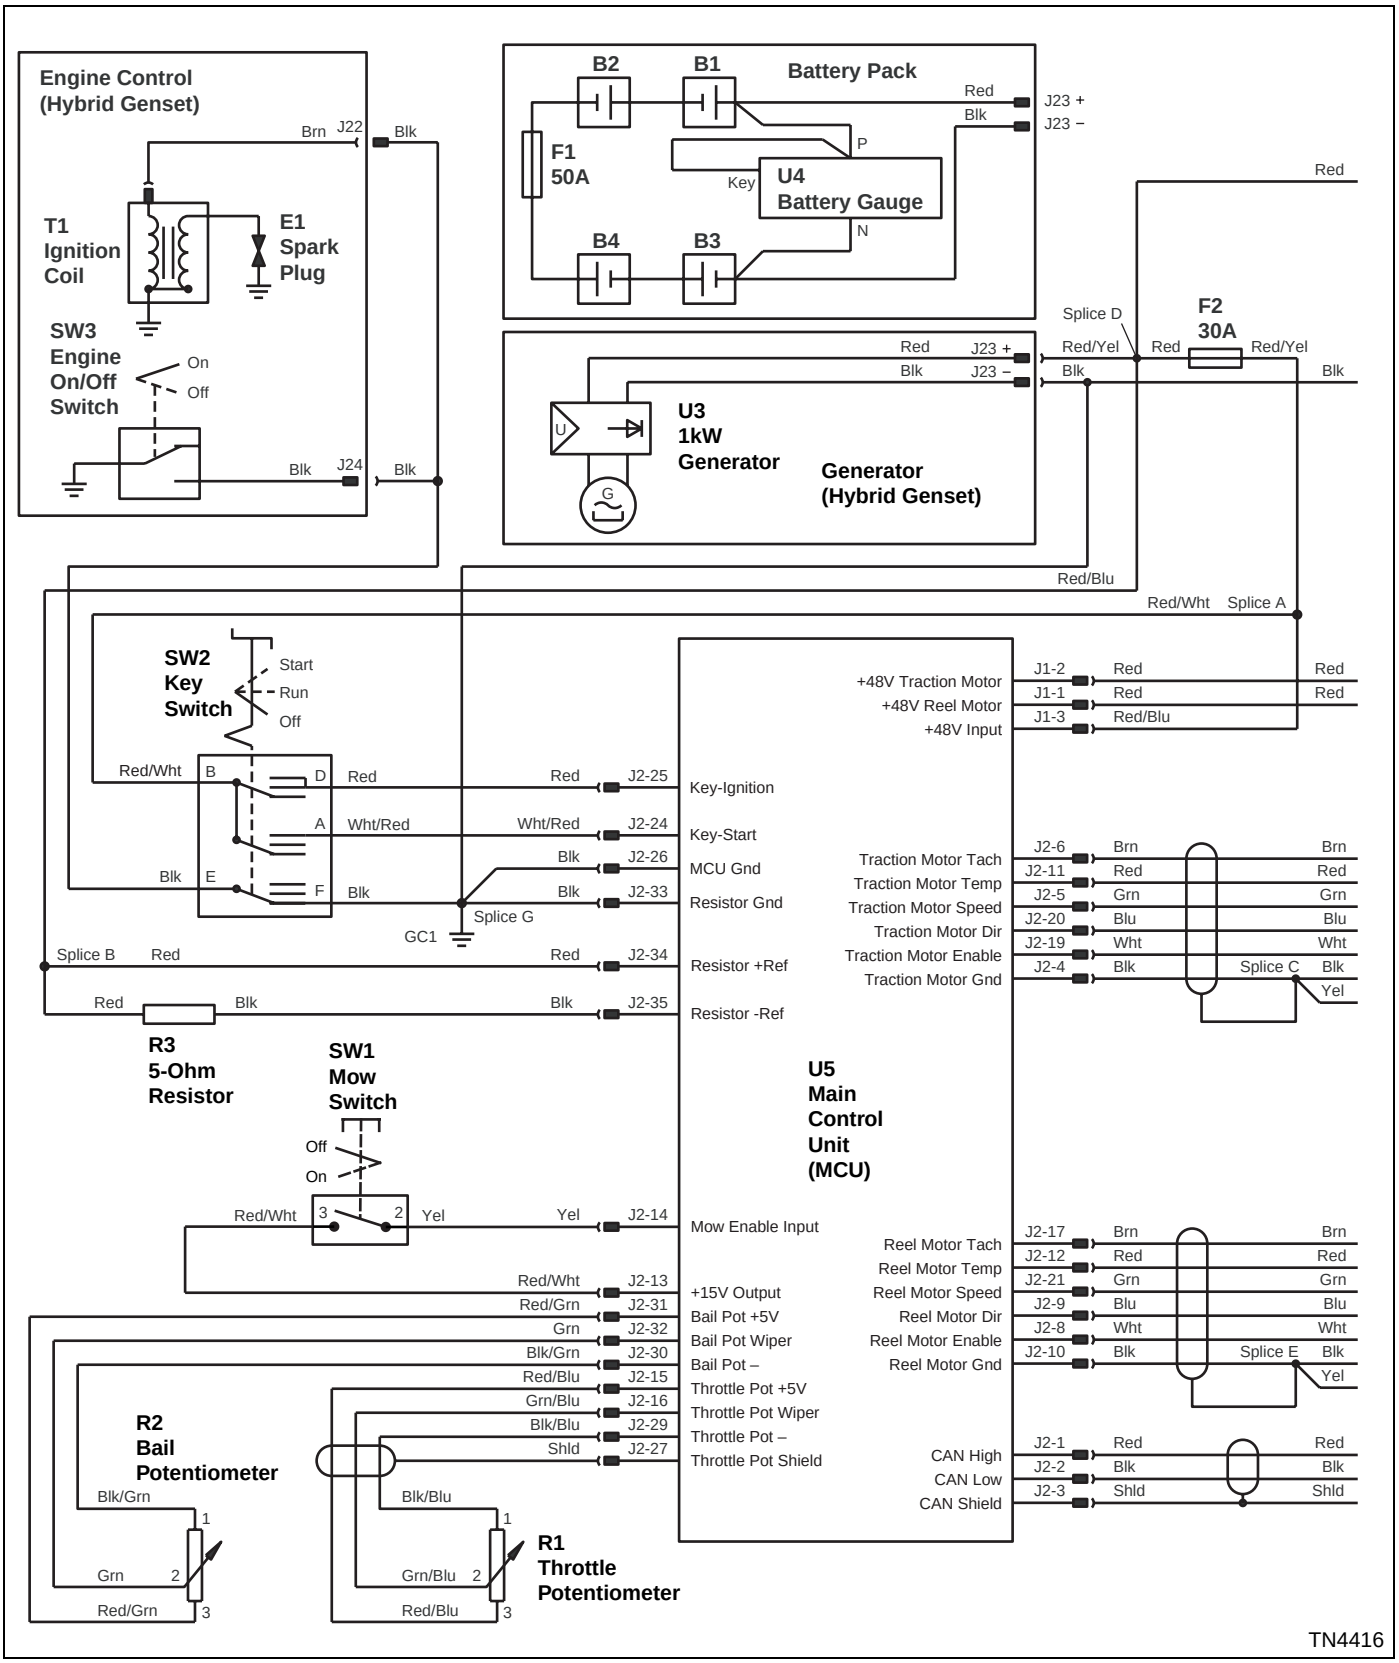

Figure 4-4
- B1—12V Battery (See Figure 4-4.)
- B2—12V Battery (See Figure 4-4.)
- B3—12V Battery (See Figure 4-4.)
- B4—12V Battery (See Figure 4-4.)
- E1—Spark Plug (See Figure 4-4.)
- F1—50A Fuse (See Figure 4-4.)
- F2—30A Fuse (See Figure 4-4.)
- R1—Throttle Potentiometer (See Figure 4-4.)
- R2—Bail Potentiometer (See Figure 4-4.)
- R3—5-Ohm Resistor (See Figure 4-4.)
- SW1—Mow Switch (See Figure 4-4.)
- SW2—Key Switch (See Figure 4-4.)
- SW3—Engine On/Off Switch (See Figure 4-4.)
- T1—Ignition CoIl (See Figure 4-4.)
- U3—1kW Generator (See Figure 4-4.)
- U4—Battery Gauge (See Figure 4-4.)
- U5—Main Control Unit (MCU) (See Figure 4-4.)
See Figures 4-4 and 4-5.